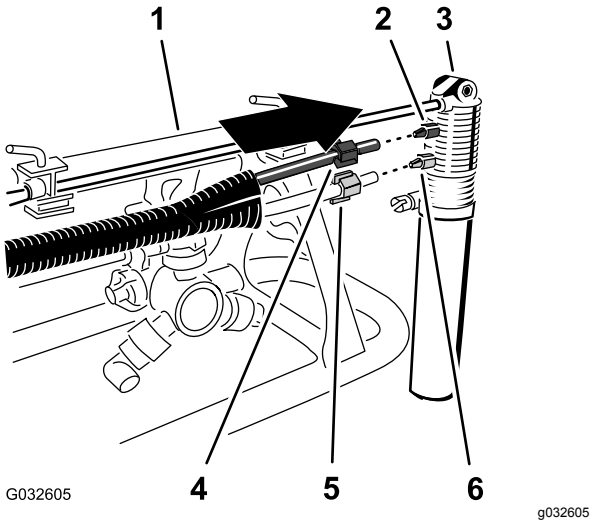

**Figur 13**
1. Sæt den blå kompressionsmøtrik over enderne på det blå rør og den hvide kompressionsmøtrik over det gennemsigtige rør (Figur 13).
2. Juster enden af det gennemsigtige rør med den hvide kompressionsmøtrik, så den passer med det hvide beslag på skummarkørdysen, og spænd kompressionsmøtrikken med hånden (Figur 13).
3. Juster enden af det blå rør med den blå kompressionsmøtrik, så den passer med det blå beslag på skummarkørdysen, og spænd kompressionsmøtrikken med hånden (Figur 13).